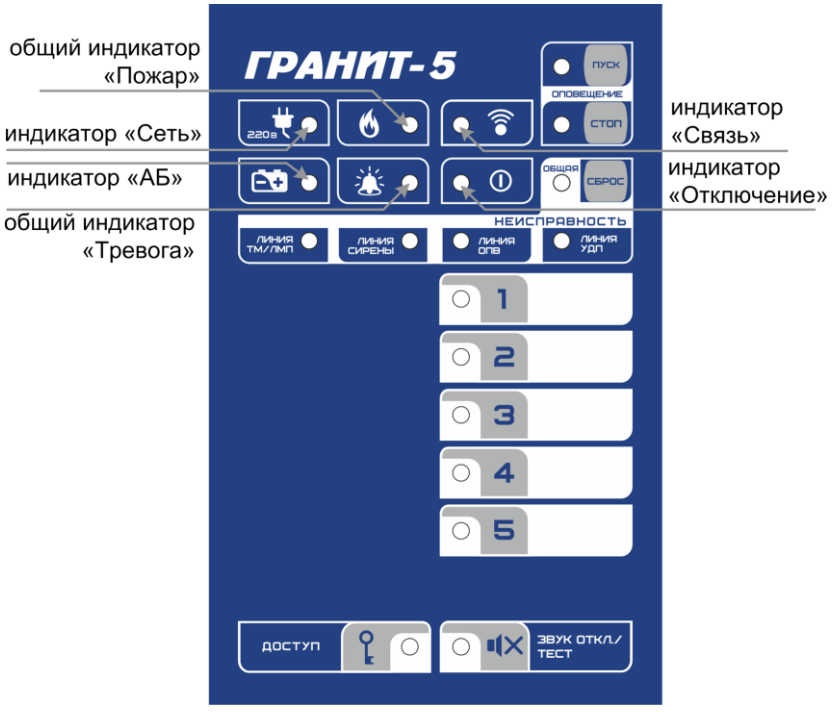

Рис.2 Панель индикации и управления прибора Гранит-5-48В
Прибор состоит из корпуса и съёмной крышки. В корпусе расположена плата контроллера и плата источника питания (рис.1). На плате контроллера установлена панель индикации и управления (рис.2),
3.2 На панель индикации и управления прибора (см. рис.2) выведены: